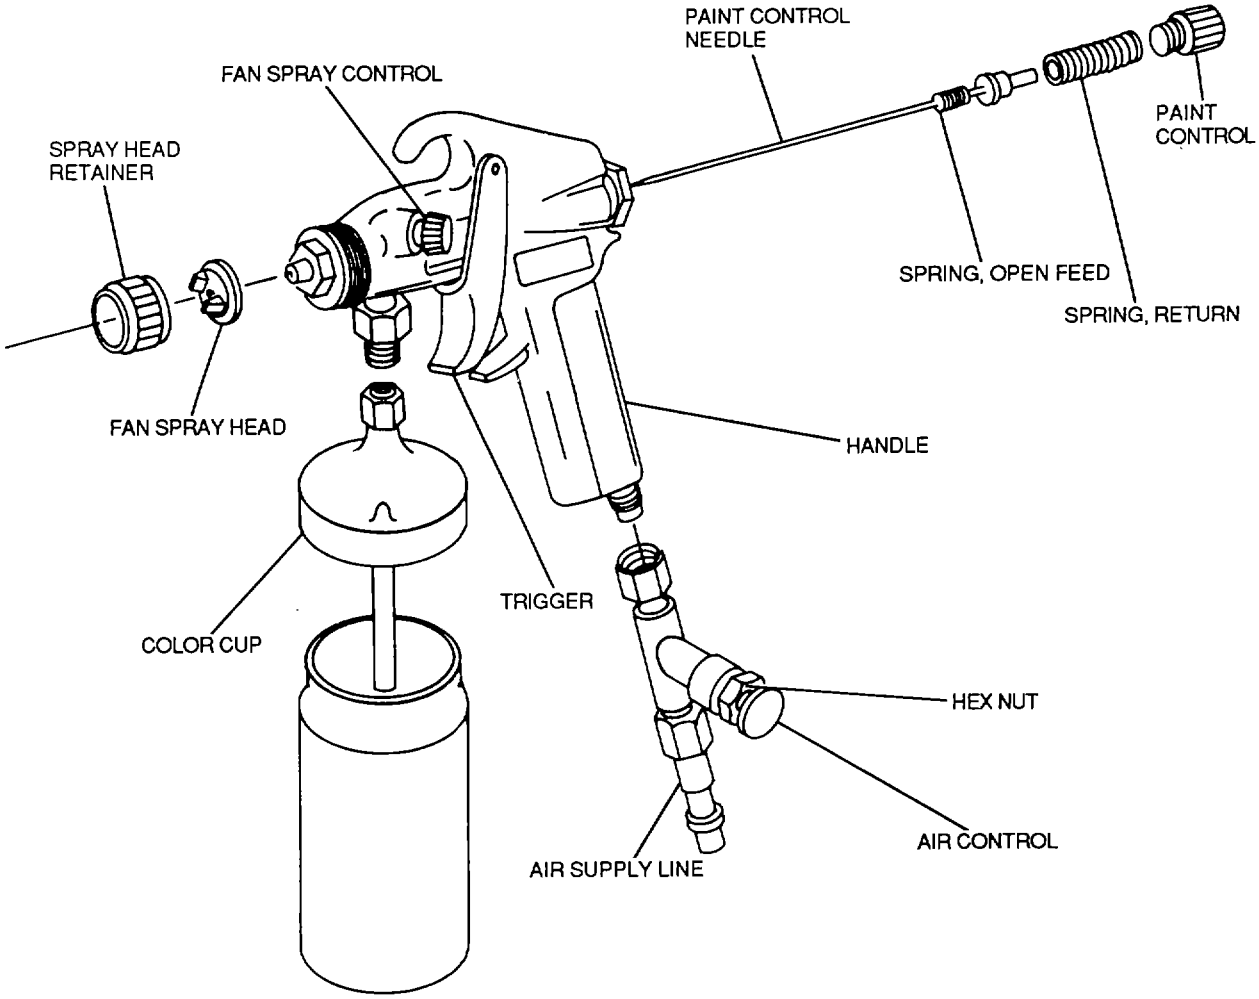

Figure 5-1. Typical Paint Gun
a. Description. Figure 5-1 shows the basic parts of a typical paint gun. Though the specific locations of some parts may differ from type to type, the guns are generally the same and the parts serve the same purpose.